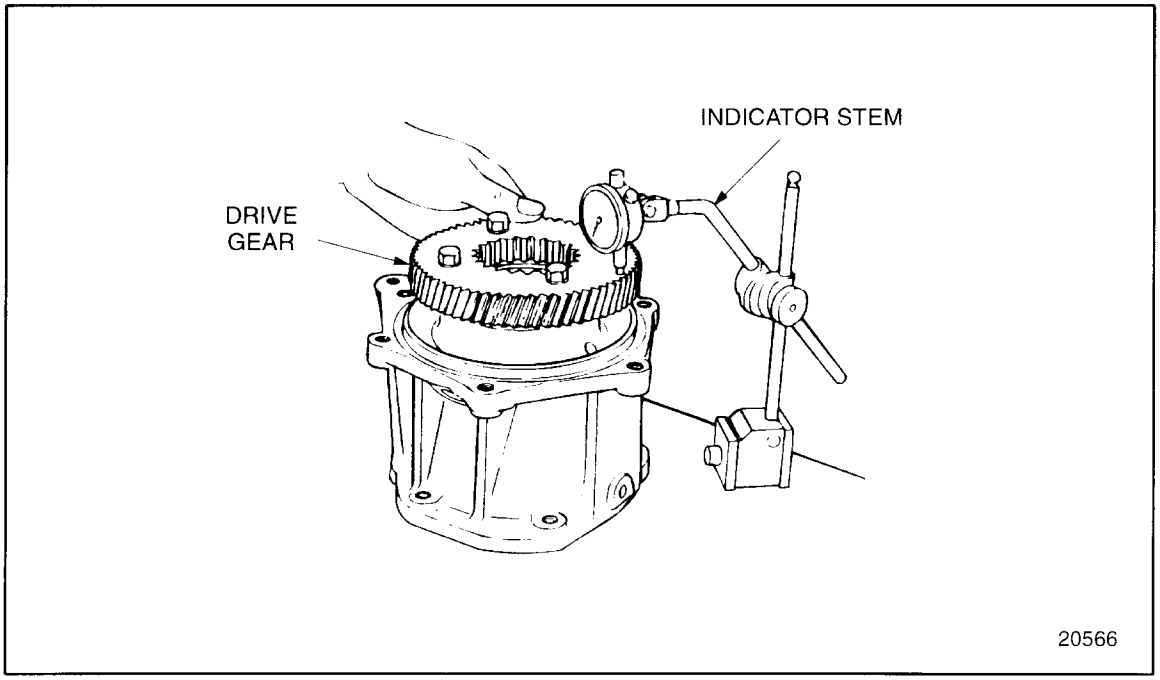

Figure 10-38 Air Compressor Drive Shaft Installation (Former Design)
27. Assemble a dial indicator and magnetic base so that the indicator stem rests on the face of the drive gear just inboard of the drive gear teeth. See Figure 10-38.